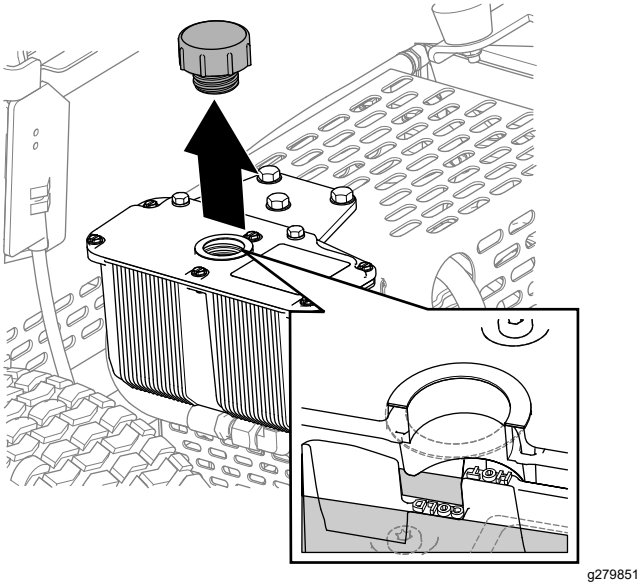

Figura 36
3. Togliete il tappo e verificate il livello del fluido idraulico nel serbatoio (Figura 36).